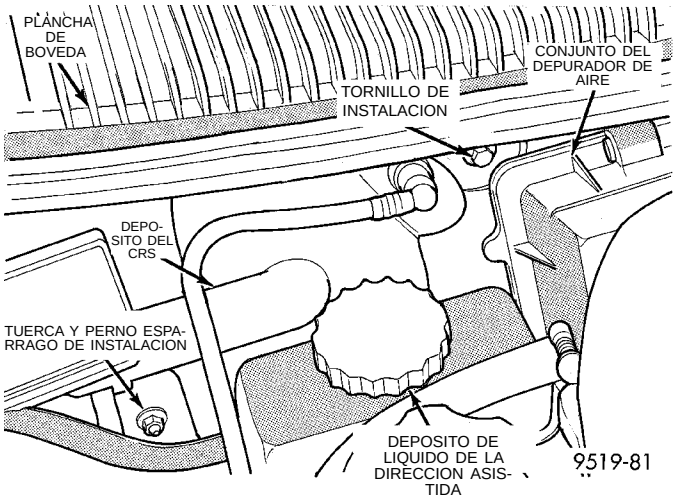

Fig. 32 Perno y tornillo de instalación del depósito del CRS
(5) Retire la tuerca y el tornillo que sujetan el depósito de CRS al salpicadero (Fig. 32). Retire el depósito del CRS del salpicadero y bájelo encima del mecanismo de dirección hacia el centro del vehículo.
(3) Instale el depósito del sistema de recuperación del refrigerante del motor en el salpicadero del vehículo. Instale y apriete con firmeza los pernos de fijación (Fig. 32).